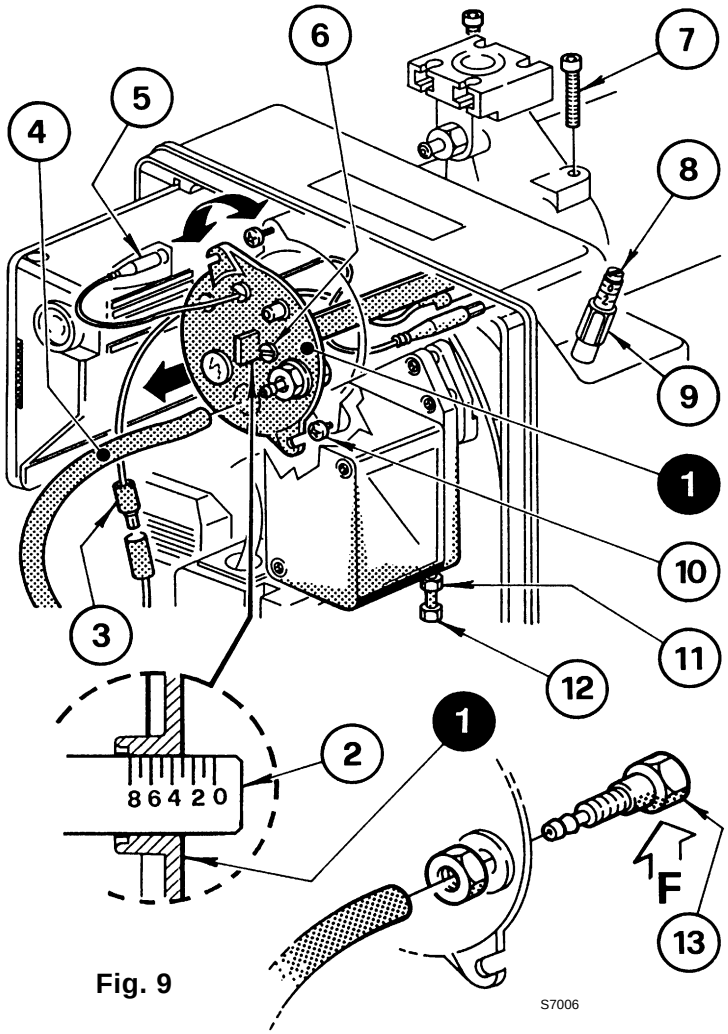

Fig. 9
Dipende dalla portata del bruciatore e si esegue ruotando in senso orario o antiorario la vite di regolazione (6) fino a che la tacca incisa sulla staffa di regolazione (2) coincide con il piano esterno del gruppo testa (1) (vedi fig. 9).
Nello schizzo di pag. 7, fig. 9, la testa è regolata per una portata di 110 kW, relativa al bruciatore BS3D tipo 917 T1. La tacca **3** della staffa di regolazione coincide con il piano esterno del gruppo testa come indicato sul diagramma.
REGOLAZIONE SERRANDA (Fig. 9, pag. 7)